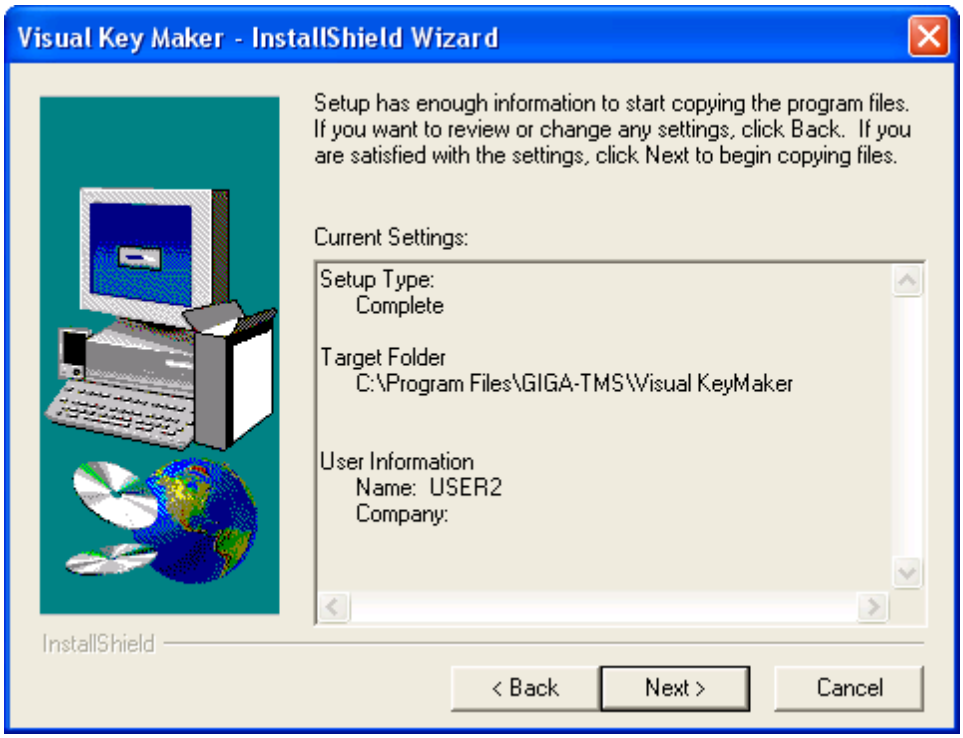

Figure 8.9-8. Checking installation parameters
9. Check installation parameters, set during step 6.To change installation parameters click «Back». To run installation process, click «Next». To exit from installation program click «Cancel» (Figure 8.9-8).